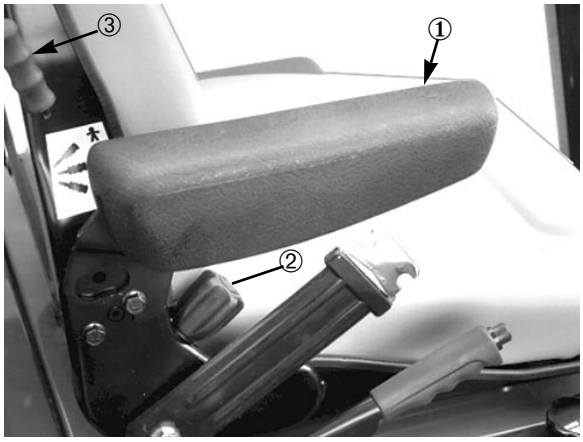

**Bild 7**
**Armlehne** (Bild 7)—Die Armlehne läßt sich auf- oder abwärts stellen.
**Rückenlehneneinstellrad** (Bild 7)—Das Rückenlehneneinstellrad ermöglicht ein Neigen der Rückenlehne zwischen 5 und 20 Grad.
**Federungshebel** (Bild 7)—Der Federungshebel läßt ein Abstimmen des Fahrersitzes auf dessen Gewicht zu. Für leichtere Fahrer ist die obere Stellung zu verwenden, die untere für schwerere Fahrer. Die Rückenlehnen- und Sitzkissen lassen sich entfernen.